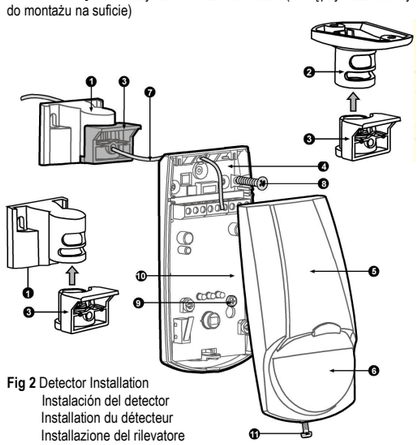

Fig 2 Detector Installation
1. Remove the front cover by unscrewing the holding screw (Fig. 2-11) and gently raise the front cover. (Fig. 2 -5)
2. Remove the PC board by unscrewing the holding screw located on the board.(Fig. 2 - 9)
1. Retirar la cobertura de enfrente por medio de destornillar los tornillos que sostienen el dispositivo (Fig. 2-11) y con cuidado levante la cobertura de enfrente. (Fig. 2 - 5).
2. Retire el tablero PC por medio de destornillar los tornillos que lo sostienen situados en el tablero (Fig. 2 - 9)
2. Enlevez la carte en dévissant la vis qui l'affix. (Fig 2 - 9)